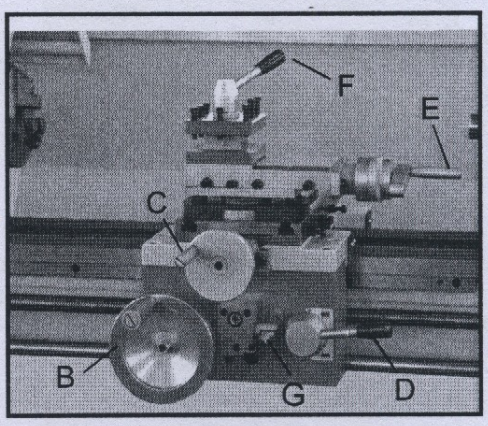

Fig. 15
10. Longitudinal Traverse (B, Fig. 15)
11. Cross Traverse Handwheel (C, Fig. 15)
12. Half Nut Engage Lever (D, Fig. 15)
13. Compound Rest Traverse Lever (E, Fig. 15)
14. Tool Post Clamping Lever (F, Fig. 15)
15. Feed axis Selector (G, Fig. 15)
Push lever (G,Fig.15) to the left and down to engage cross feed Pull lever to the right and up to engage longitudinal feed.